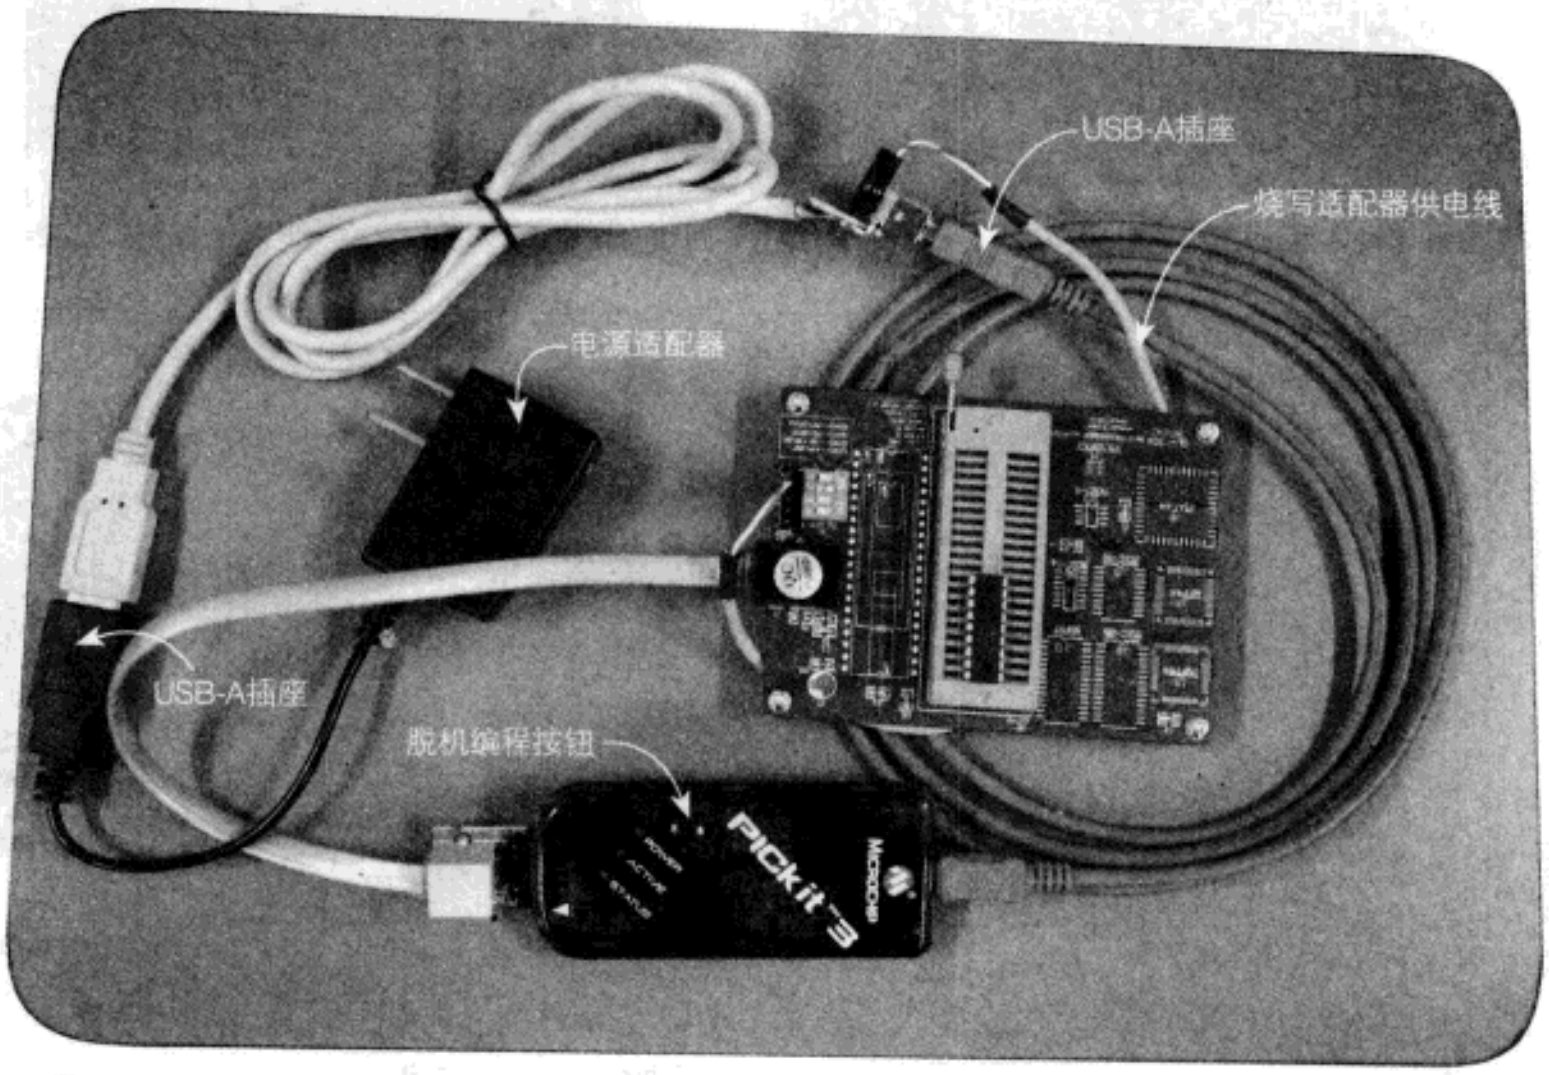

图1
2. PICkit3脱机编程时的电源供应。PICkit3脱机编程时对电源适配器的要求是：直流5V±10%输出，能够提供至少100mA的电流，输出接口是USB-A型插座。计算机的USB端口、USB集线器、数码产品（如MP3、MP4）的充电器/电源适配器等，只要电压、电流、接口符合上面的要求，就可以用来给PICkit3供电。笔者就选用了一款MP3的充电器当作电源适配器给PICkit3供电，参见图1。对于动手能力强的读者还可以自制电源适配器，如用可充电电池组制作的电源适配器，可以在没有交流电源的地方使用。